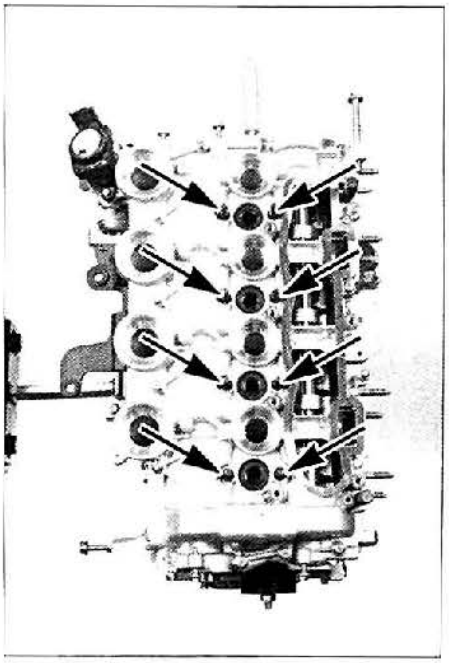

FIG. 31
- comprobar el apriete de los espárragos **(fig. 31)**.